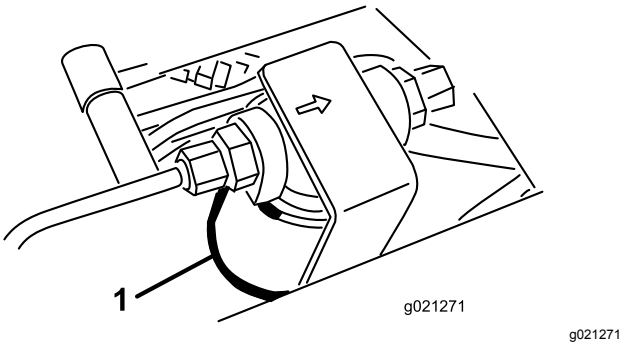
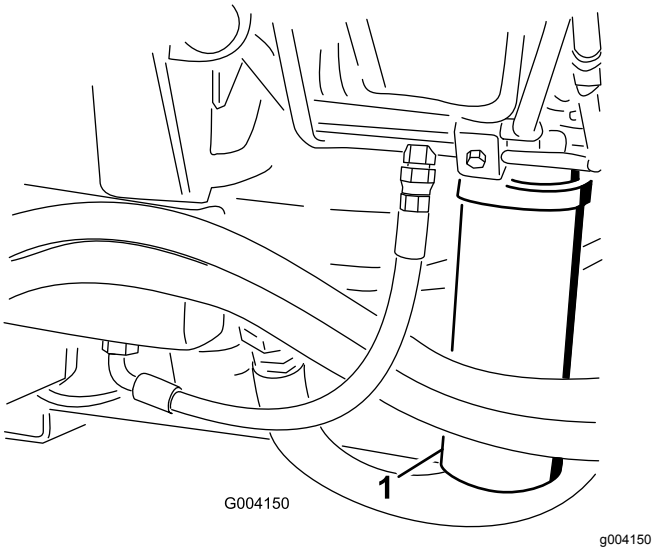

Figur 102
Figur 103
2. Rengør området rundt om filtermonteringsområdet, og sæt en bakke under filteret (Figur 102 og Figur 103).